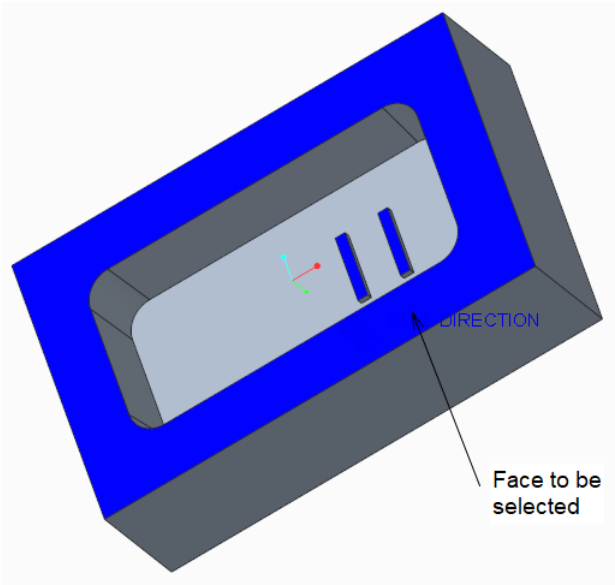

Figure 16-21 *Face to be selected as a sketching plane*
3. Select the bottom face of **Cavity_1** as the sketching plane for creating runner, as shown in Figure 16-21. Next, choose the **Okay** option in the **DIRECTION** rollout of the **Menu Manager** and select the **Default** option from the **SKET VIEW** rollout of the **Menu Manager**; the sketcher environment gets activated.